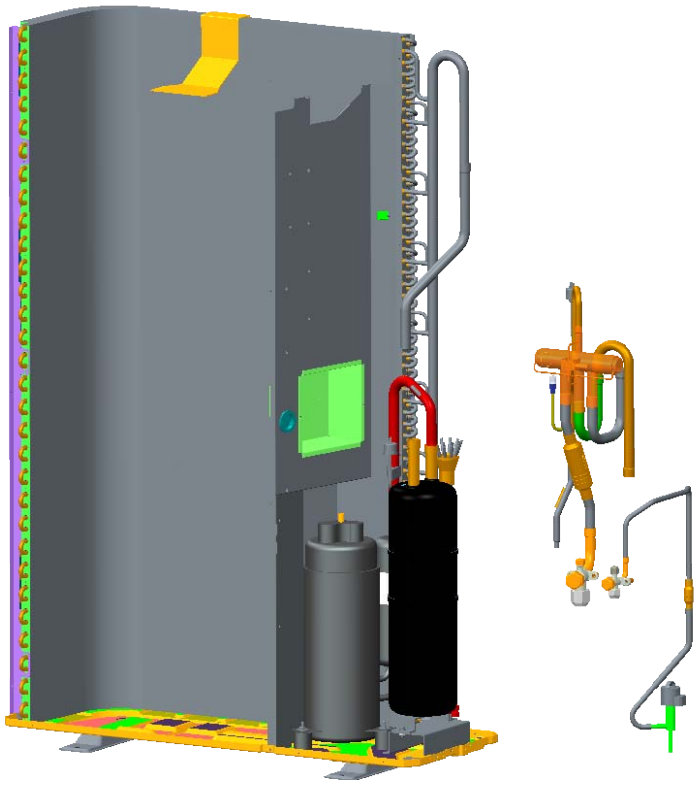

Fig.12
①. **Remove gas valve**
- Welding out the pipe connected to the gas valve [**See Fig.12**]
②.**Remove liquid valve**
- Welding out the pipe connected to the liquid valve [**See Fig.12**]